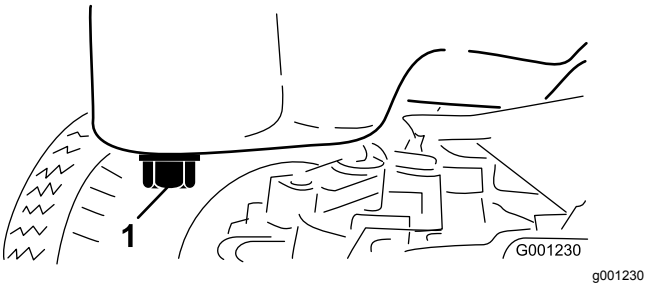

Figur 49
3. Placera ett avtappningskärl under oljekärlet och i linje med avtappningspluggen (Figur 49).